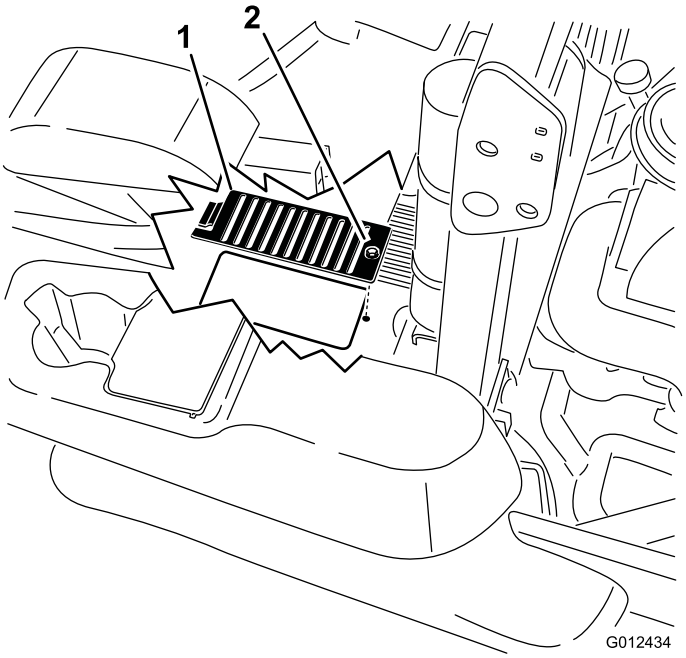

Figur 71
6. Fjern dækslet og bolten på dækslet over hver målepind. Rengør omkring hver målepind og hydraulikenhed (Figur 71).